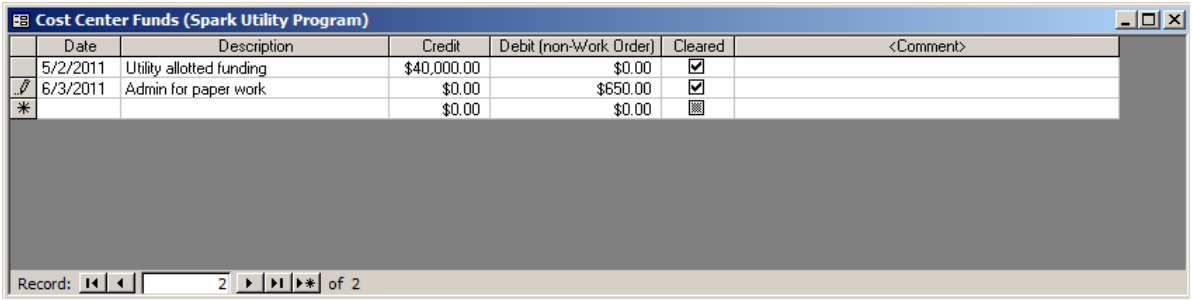

Figure 6.5. The Show Fund Transactions (or Cost Center Funds) sub-form.
- **Show Fund Transactions** − The individual entries that comprise the Total Funds In and the Total Non Work Order Costs in the cost center financial summary table are entered, edited, and displayed in the sub-form accessed by selecting the "Show Fund Transactions" button (see Figure 6.5). Enter the date of the transaction in the first column and a description of the transaction in the second column. Credits (allocations or income to the cost center) are entered in the third column while non-work order related debits (costs) are entered in the fourth column. Anticipated credits and debits may be entered. They will only affect totals under the "Expected" column on the financial summary table until the Cleared checkbox has been selected. Enter any comment associated with the transaction. Double clicking on the Comment field will bring up the Comment Editor permitting entry of extended length comments, if necessary. This sub-form cannot be viewed in the standard form view.